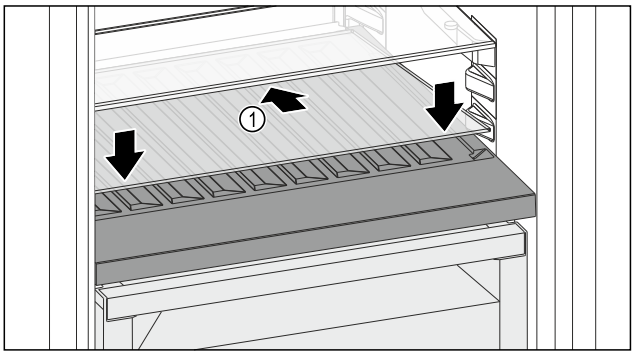

Fig. 166
▶ Pielieciet stikla plauktu *Fig. 166 (1)* slīpi un noliektu uz aizmuguri lejā.
▶ Nolaidiet stikla plaukta *Fig. 166 (1)* priekšpusi.